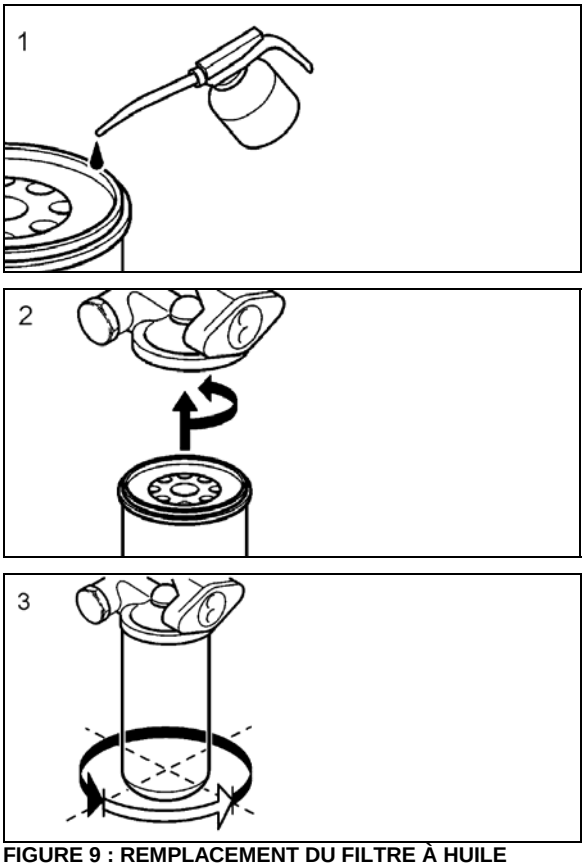

FIGURE 9 : REMPLACEMENT DU FILTRE À HUILE
- Remplir les nouveaux filtres à huile avec de l'huile à moteur homologuée. Selon la Figure 9, lubrifier aussi les joints de filtre avec de l'huile de moteur (1). Serrer à la main les filtres à huile jusqu'à ce que les joints fassent contact avec le boîtier de filtre(2). Continuer à serrer à la main de 3/4 à 1 tour supplémentaire (3).